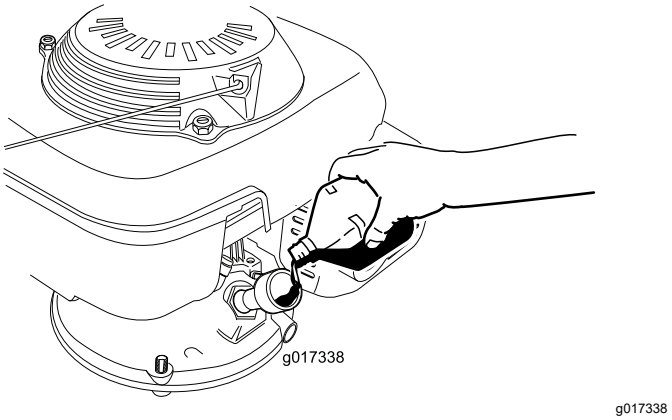

Рисунок 8
3. Осторожно заполните маслом картер двигателя примерно на ¾ объема через маслозаливную горловину (Рисунок 8).